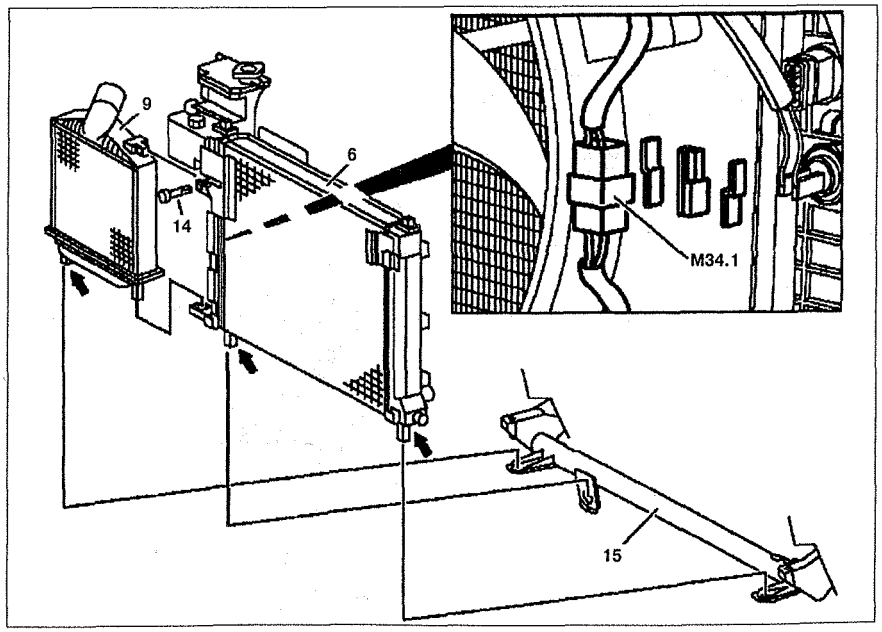

Рис. 5.36. Радиатор:
13. Отсоедините интеркулер **9** от радиатора **6** (см.рис.5.36).